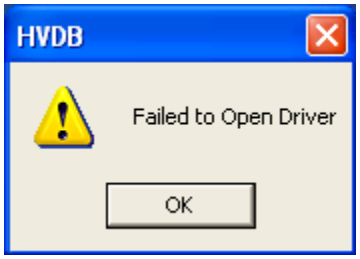
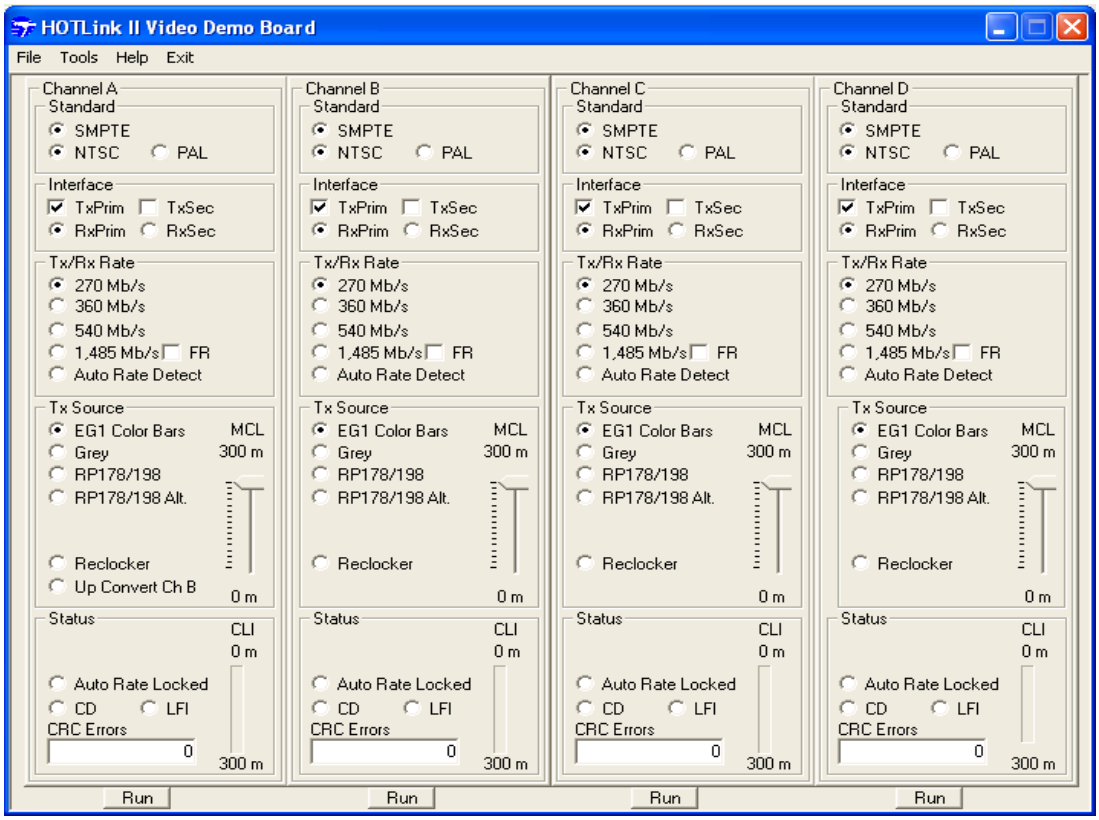

Figure E-10. HVDB Warning
Figure E-15. HVDB Graphical User Interface
4. Click on the HVDB icon on your desktop or Quick Launch taskbar. The HVDB GUI should appear as shown in *Figure E-15* indicating that and you have successfully installed the relevant software and hardware on the computer. However, if upon clicking the HDVB icon, the following warning dialog pops up, please follow the rest of the instructions in this section. **Note**. The dialog box shown is *Figure E-10* will also appear if the GUI is launched while the board is powered down.